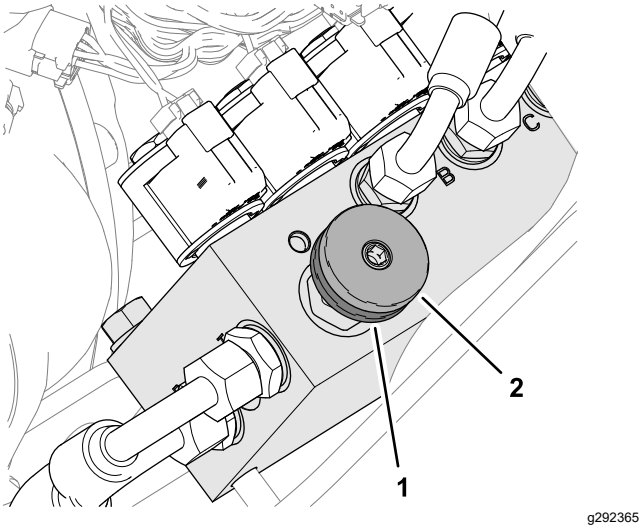

Рисунок 37
Включение перераспределения массы: величину перераспределения массы можно регулировать в зависимости от рабочих условий, поворачивая маховичок перераспределения массы (Рисунок 37) следующим образом:
1. Поверните контргайку клапана на 1/2 оборота против часовой стрелки и удерживайте в этом положении (Рисунок 37).
2. Поверните маховичок клапана (Рисунок 37) против часовой стрелки для снижения перераспределения массы или по часовой стрелке для его увеличения.